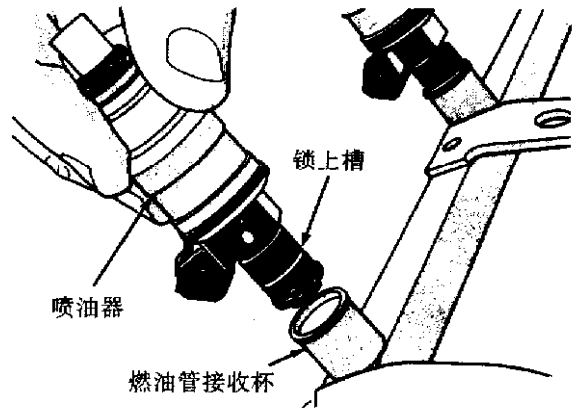

图 4－53　维修燃油喷射器(典型的)
③转动喷油器并且将喷油器从燃油管拉出，夹子仍留在喷油器上。
④检查 O 形环是否损坏，如损坏，必须更换。如果喷油器再使用，则必须装一个保护盖在喷油器插销上以防止损坏。如喷油器插销损坏，则更换。
⑤其他喷油器的拆卸，重复上述程序。
①在安装橡胶 O 形环前，用一滴干净的机油润滑 O 形环。
②通过滑动开口的末端到喷油器的上面凹槽，安装喷油器夹子。接收杯的边缘滑到夹子侧面的开槽。
③将喷油器上面开口装入燃油管接收盖。注意不要损坏 O 形环(图 4－53)。